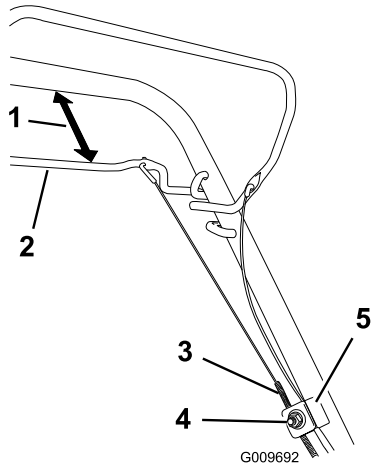

Figuur 24
1. Draai de moer van de kabelbeugel los (Figuur 24).
2. Houd de stang van de zelfaandrijving 25 tot 38 mm van de handgreep verwijderd (Figuur 24).
3. Trek de kabelmantel omlaag (naar de maaimachine toe) om alle speling uit de kabel te halen (Figuur 24).